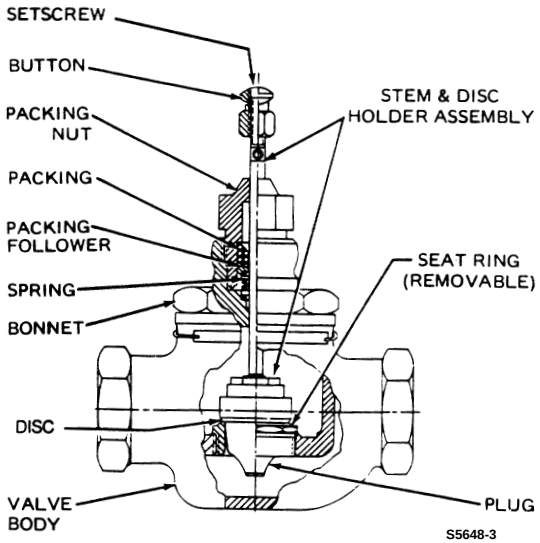
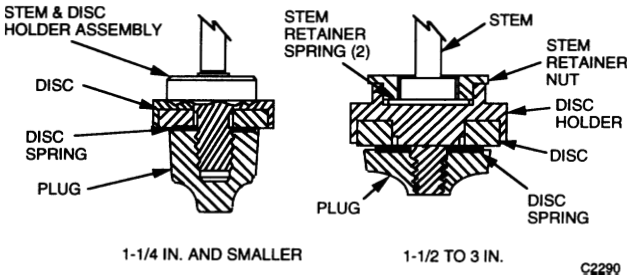

Fig. 10. V5011A, C, F, and G Direct Acting Threaded Body Valve—Cutaway.
Fig. 17. Disc Holder Assemblies Used in V5011A Threaded Body Valves.
a. V5011A, C, F, and G Direct Acting Threaded Body Valves (Fig. 10). Unscrew the Bonnet. Lift out the Stem or Stem and Disc Holder Assembly and the Plug.
a. V5011 Threaded Body Valves. Unscrew Plug (Fig. 10) from Stem to remove Disc and Spring. The Disc may have to be pried from the Disc Holder with a screwdriver. Valves that are 1-1/2 inch or larger have separate Stem and Disc Holder. Smaller valves have a staked Stem and Disc Holder Assembly (Fig. 17). The Stem and Plug cannot be disassembled on some valves with metal-to-metal seats (V5011C1524 through V5011C1623).